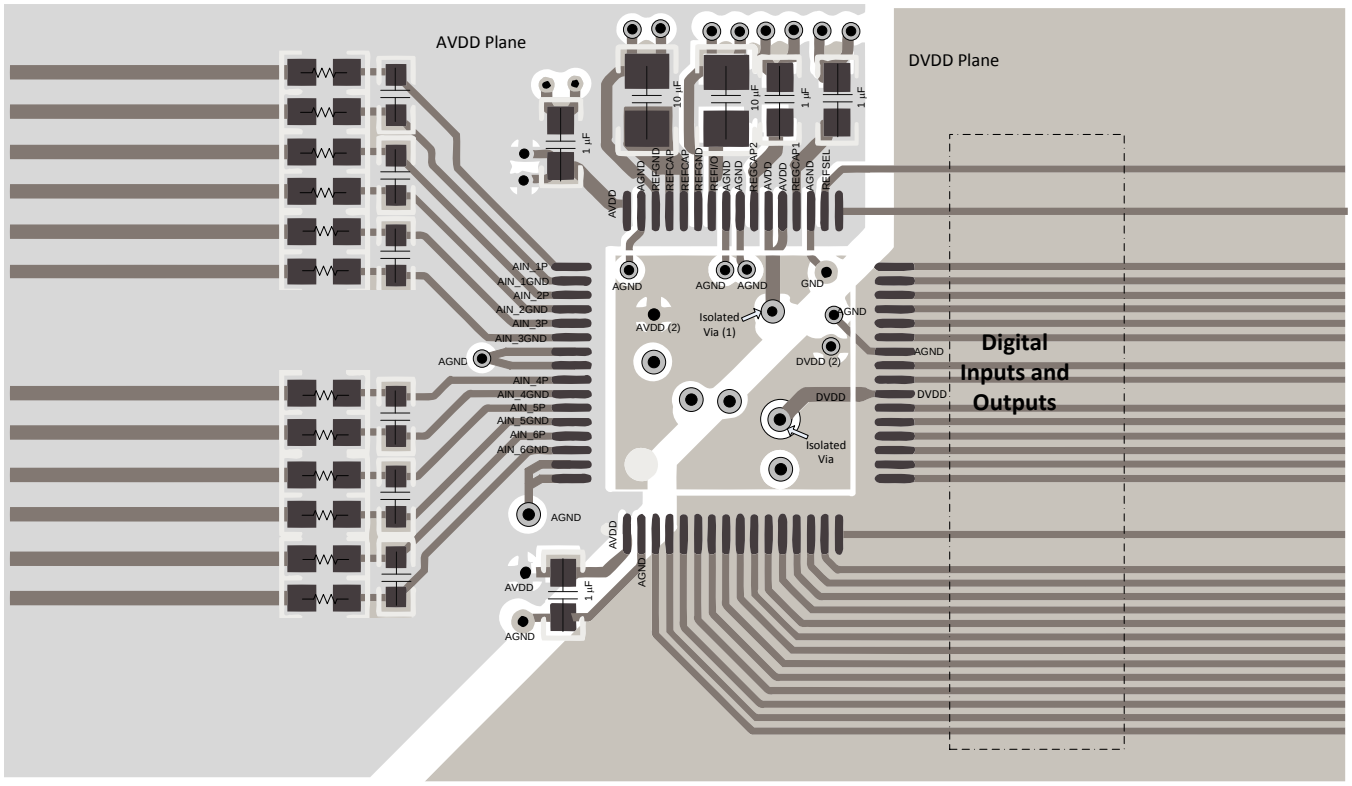
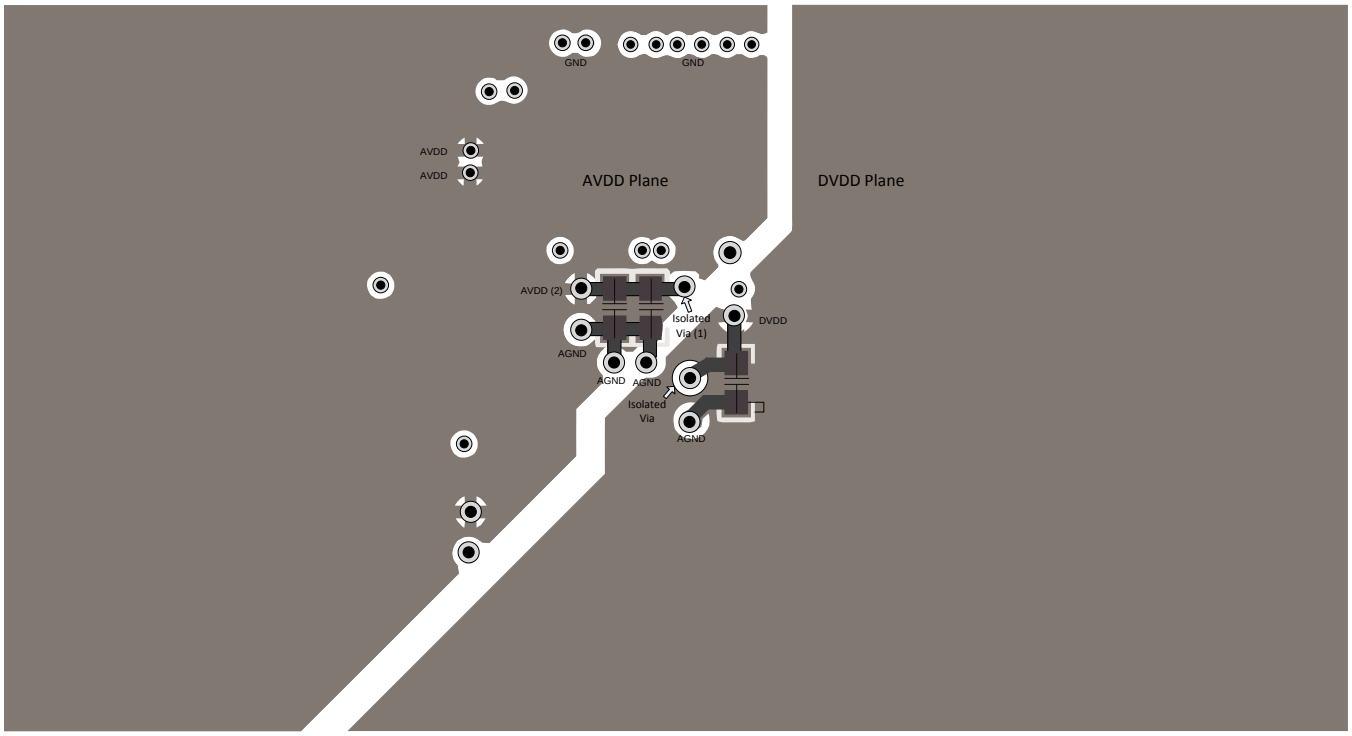

Figure 89. Top Layer Layout
Figure 90. Bottom Layer Layout
Figure 89 and Figure 90 illustrate a PCB layout example for the ADS8586S.
- Power sources to the ADS8586S must be clean and well-bypassed. As a result of dynamic currents during conversion, each AVDD must have a decoupling capacitor to keep the supply voltage stable. Use wide traces or a dedicated analog supply plane to minimize trace inductance and reduce glitches. Using a 1-μF, X7R-grade, 0603-size ceramic capacitor is recommended in close proximity to each analog (AVDD) supply pins. Bypass capacitors for AVDD pins 1 and 48 are located on the top layer; see Figure 89. AVDD supply pins 37 and 38 are connected to bypass capacitors in the bottom layer using an isolated via (1); see Figure 90. A separate via (2) is used to connect the bypass capacitor to the AVDD plane.
- For decoupling the digital (DVDD) supply pin, a 1-μF, X7R-grade, 0603-size ceramic capacitor is recommended. The DVDD bypass capacitor is located in the bottom layer; see Figure 90.
Figure 89 and Figure 90 illustrate a recommended layout for the ADS8586S along with proper decoupling and reference capacitor placement and connections.